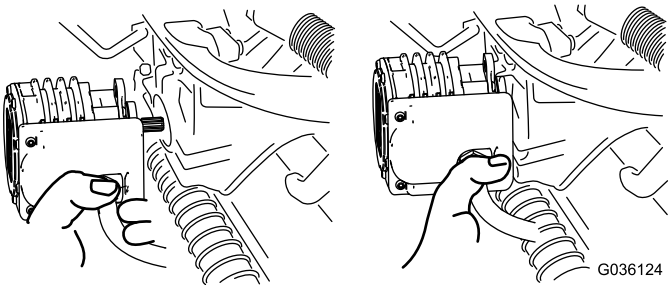

Figur 36
4. Flyt motoren hen i opbevaringspositionen foran på affjedringsarmen (Figur 36).